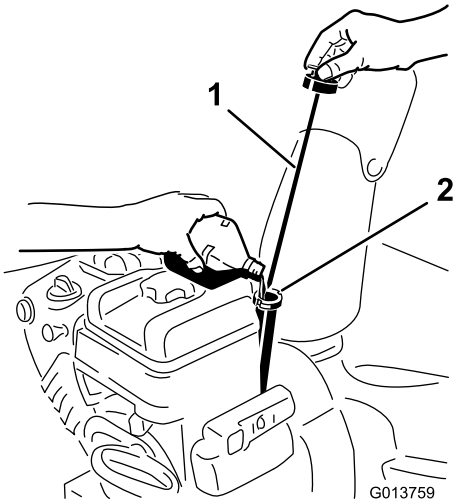

Figur 13
2. Gör rent runt oljestickan (Figur 13).